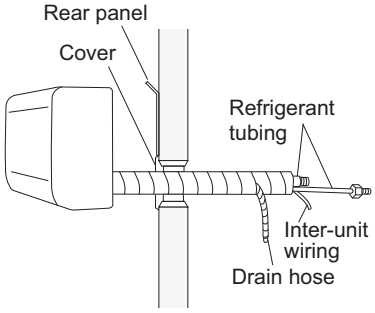

Fig. 2-262
(1) Shape the refrigerant tubing so that it can easily go into the wall hole. (Fig. 2-262)